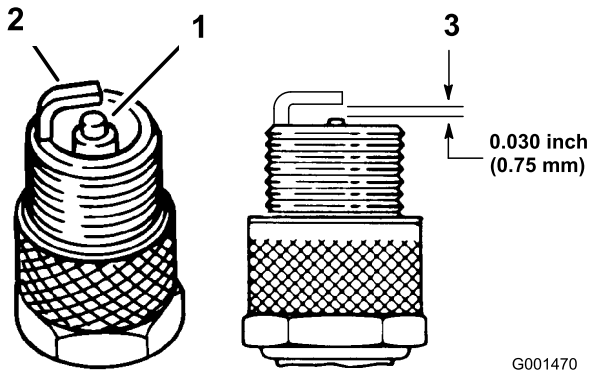

Rysunek 39
1. Przyjrzyj się środkowi świecy zapłonowej (Rysunek 39). Jeżeli izolator jest lekko brązowy lub szary, silnik działa poprawnie. Czarny nalot na izolatorze zazwyczaj oznacza, że filtr powietrza jest zabrudzony.
3. Należy sprawdzić odstęp między centralną i boczną elektrodą (Rysunek 39).
Informacja: Należy przechylić boczną elektrodę (Rysunek 39), gdy odstęp nie jest właściwy.
3. Podłącz przewód do świecy zapłonowej (Rysunek 39).